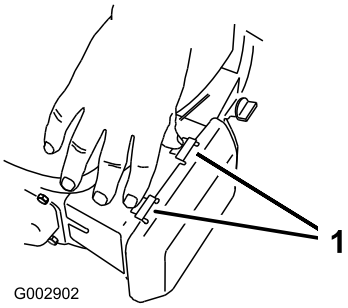

**Figur 36**
1. Tryck ned spärrflikarna på luftrenarkåpan (Figur 36).